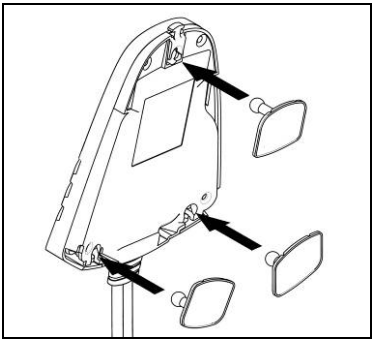

Fig. 4
- Insert the fixing feet in the device (Fig. 4);